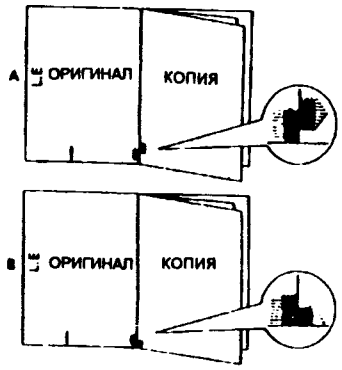

Рис. 1
3. (Рис. 1): Сравните оригинал (копию, полученную при выполнении шага 1) со второй копией и проверьте боковую регистрацию (Сложите копию по шкале).